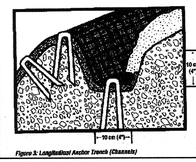

Figure 3: Longitudinal Anchor Trench (Channels)
- Cut longitudinal channel anchor slots 10 cm (4") deep and 10 cm (4") wide along both sides of the installation to bury edges of Pyramat® (Figure 3). Whenever possible, extend mat 60-90 cm (2'-3') above crest of channel side slopes.
- Place outer edge of Pyramat in previously excavated longitudinal slots, anchor using prescribed staple pattern, backfill and compact soil (Figure 3).